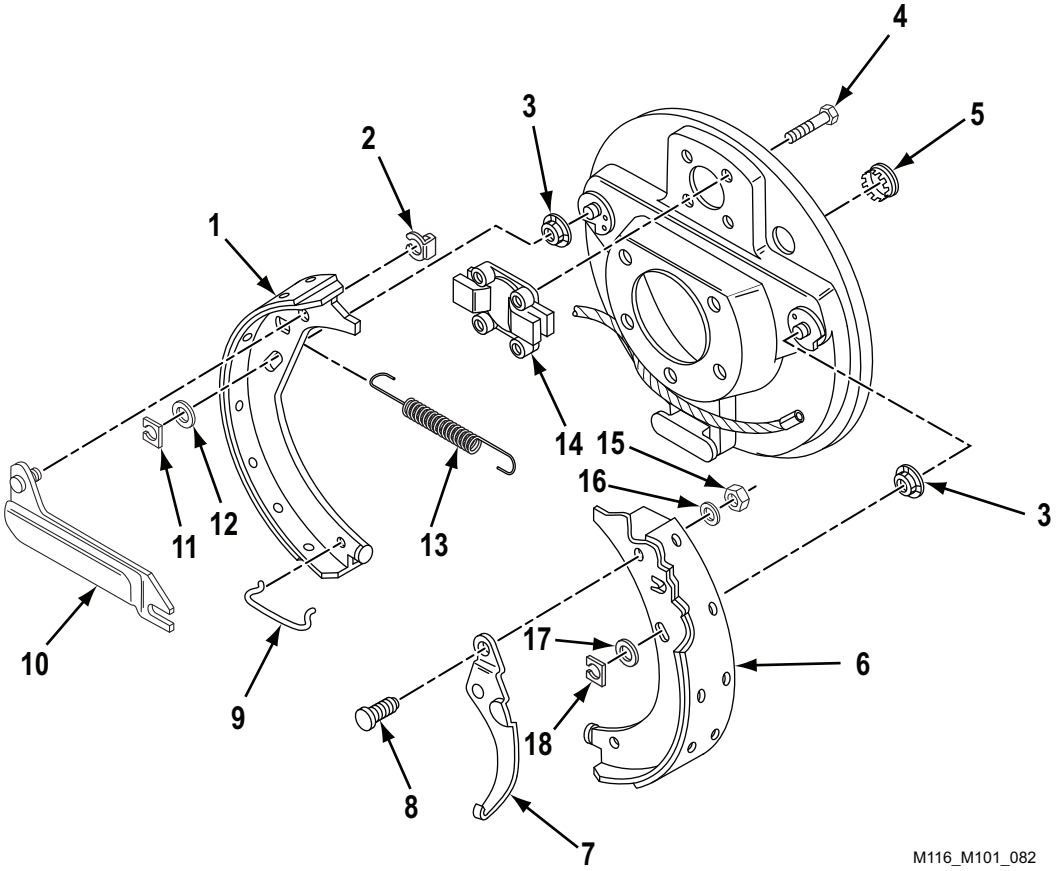

Figure 2. Service Brake Disassembly.
1. Remove two spring clips (Figure 2, Item 9) and springs (Figure 2, Item 13).
2. Remove cap (Figure 2, Item 5), nut (Figure 2, Item 15), washer (Figure 2, Item 16), pin (Figure 2, Item 8), and brake lever (Figure 2, Item 7).
3. Remove clip (Figure 2, Item 11), washer (Figure 2, Item 12), and brake shoe (Figure 2, Item 1). Discard clip (Figure 2, Item 11).
4. Remove clip (Figure 2, Item 2) and strut (Figure 2, Item 10). Discard clip (Figure 2, Item 2).
5. Remove clip (Figure 2, Item 18), washer (Figure 2, Item 17), and brake shoe (Figure 2, Item 6). Discard clip (Figure 2, Item 18).
6. Remove four cap screws (Figure 2, Item 4) and brake guide (Figure 2, Item 14).
7. Remove two brake guide washers (Figure 2, Item 3).